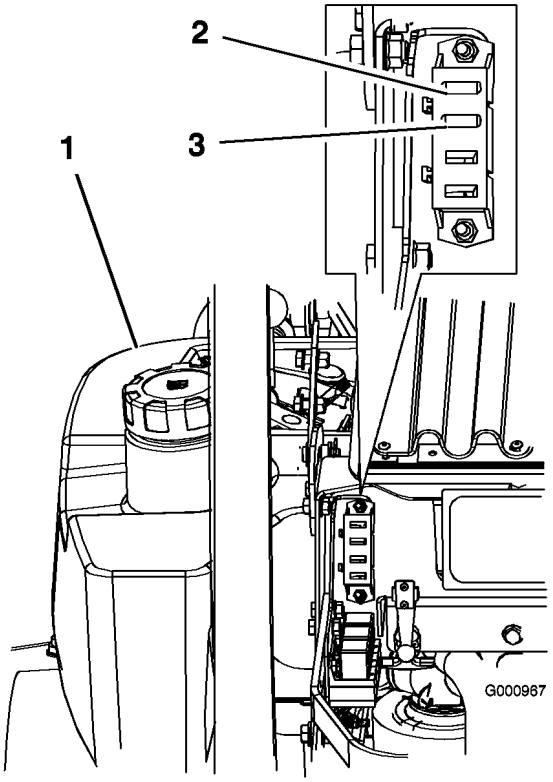

Figur 47
1. Løsn motorhjelmen, og hæv den for at få adgang til sikringsholderen (Figur 47).
3. Isæt en ny sikring (Figur 47).